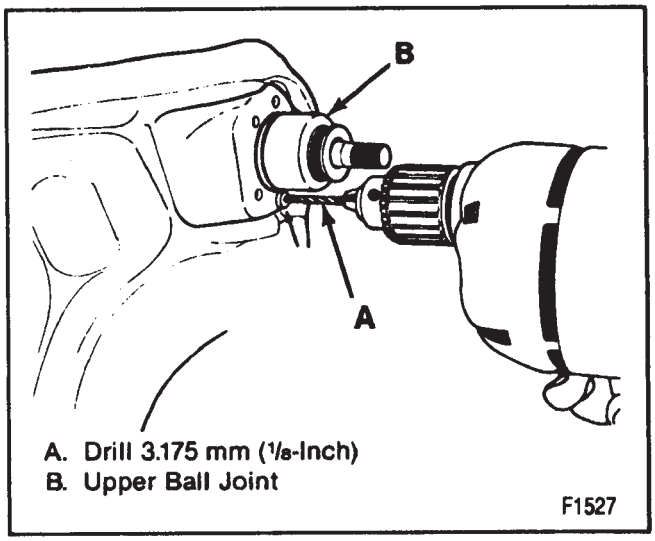

Figure 18—Drilling the Upper Ball Joint Rivets
- Use a 3.175 mm (1/8-inch) drill to cut a 6.35 mm (1/4-inch) deep hole in the center of each rivet (figure 18).